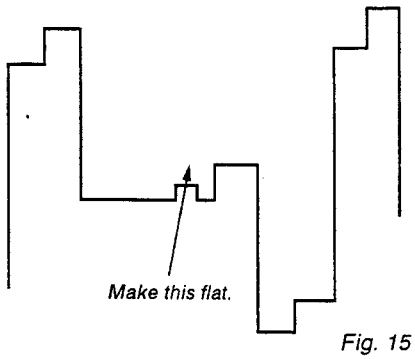

Fig. 15
6) Adjust PHASE NTSC 358 NOR so that the output waveform burst section is a straight line. (Fig. 15)
2) Adjust in the same manner as in 8-1 above, but adjust with PHASE NTSC 358 ACC OFF. (Fig. 15)